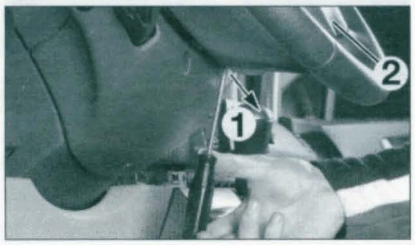

FIGURE 9-2
- Dégager l'airbag (2) **(figure 9-2)**.